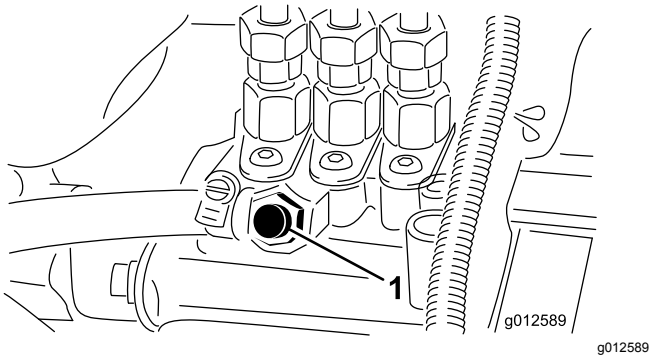

Figur 31
5. Åbn udluftningsskruen på brændstofindsprøjtningspumpen (Figur 31).